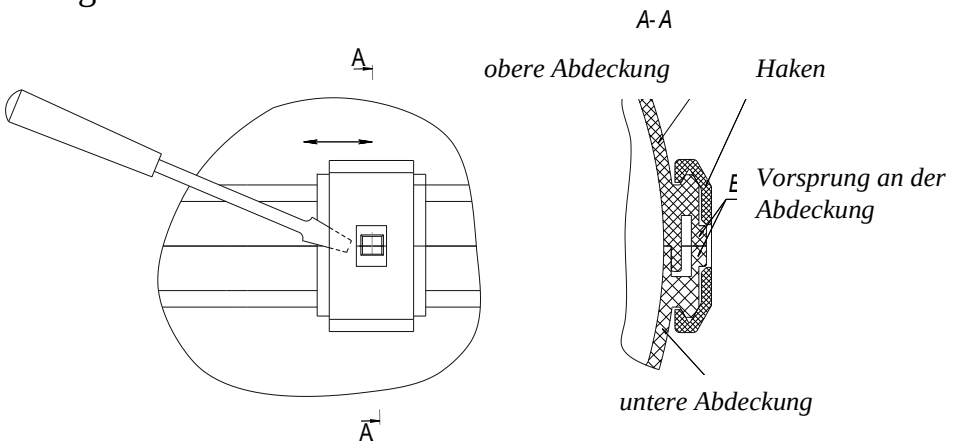

Abb. 1 - Entfernen des Hakens vom Gehäuse des Heizkörpers.
a) die Haken entfernen. Zum Entfernen des Hakens ist es notwendig, mit dem Schraubendreher (mit einer dünnen Spitze) den Haken um die Höhe des Vorsprungs an der Abdeckung ausdrücken und den nach rechts oder links bezogen auf das Gehäuse bewegen, bis er vollständig entfernt ist (Abb. 1);
- die obere und untere Abdeckung entfernen (Abb. 1);